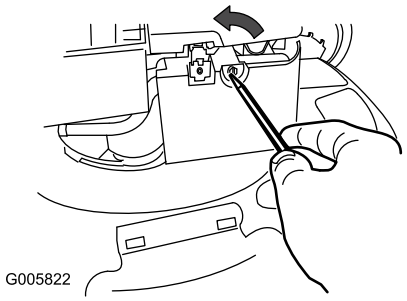

Figuur 16
1. Gebruik een schroevendraaier om het luchtfilterdeksel te openen (Figuur 16).